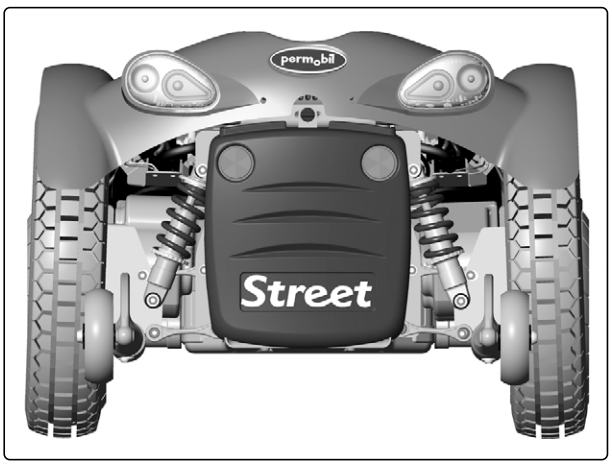

Abb. 18. Stoßdämpfer hinten.
5. Entfernen Sie die beiden Stoßdämpfer-Halteschrauben, s. Abb. 18 und 19.